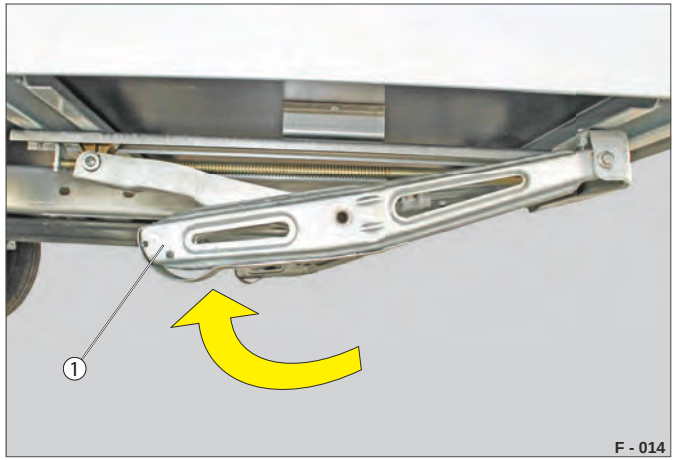

Fig. 40 Teleskopstøtteben, kørestilling
▶ Drej den justerbare fod (Fig. 40 /1) helt opad ved hjælp af håndsvinget.